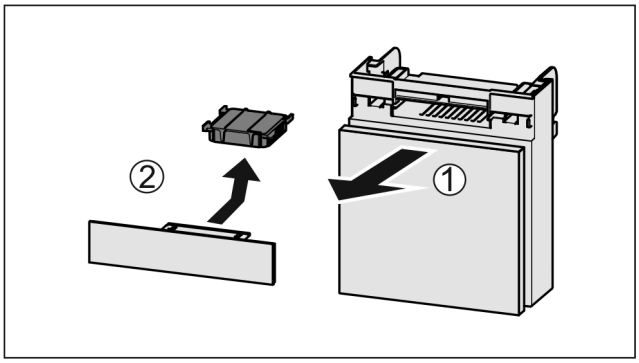

Fig. 142
▶ Húzza ki *Fig. 142 (1)* előrefelé a rekeszt.
▶ Vegye ki az aktívszén-szűrőt *Fig. 142 (2)*.